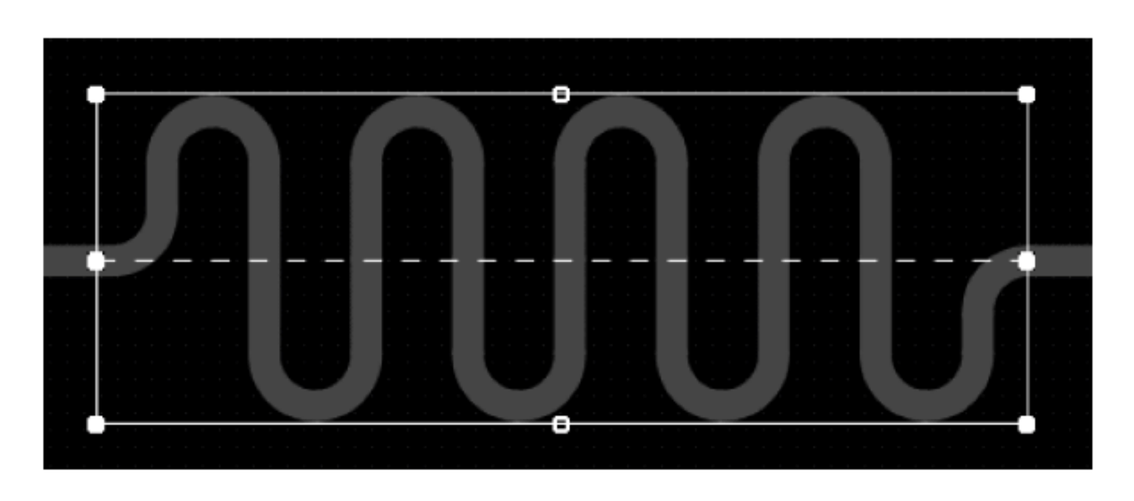

图 1-129　蛇形线的调整
(2) 等长参数设置完毕之后，在需要等长的信号线上滑动即可拉出蛇形线。在等长的状态下，按键盘上的<和>键可以分别调整蛇形线的上下振幅，数字键 1 减小拐角幅度，数字键 2 增大拐角幅度，数字键 3 减小 Space 间距，数字键 4 增大 Space 间距。
(3) 在完成一段蛇形等长之后，如果需要调整蛇形线可以用鼠标拖动调制线进行调整，如图 1-129 所示。